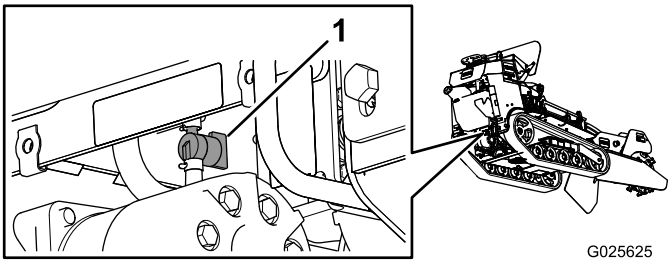

Figur 39
5. Vrid bränslekranen (Figur 39) till det stängda läget.